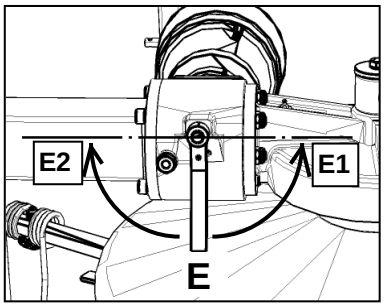

fig.13E
6. **Fig.13E** - Controllare che la leva dell'invertitore sia ruotata nella posizione **E1.**
6. **Fig.13E** - Verify that the lever of the reversing gear is rotated in the position **E1.**